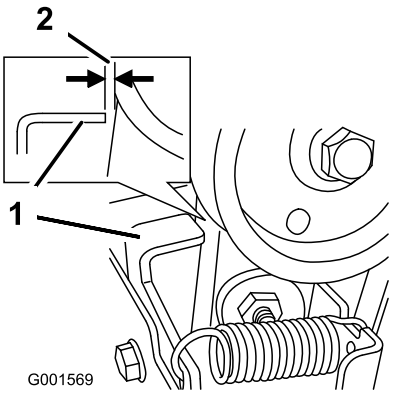

Bild 45
3. Kuppeln Sie den Schnecken-/Gebläseradhebel aus und stellen Sie sicher, dass der Abstand zwischen der Schneckenkupplung und der Lasche 1,5 mm beträgt (Bild 45).